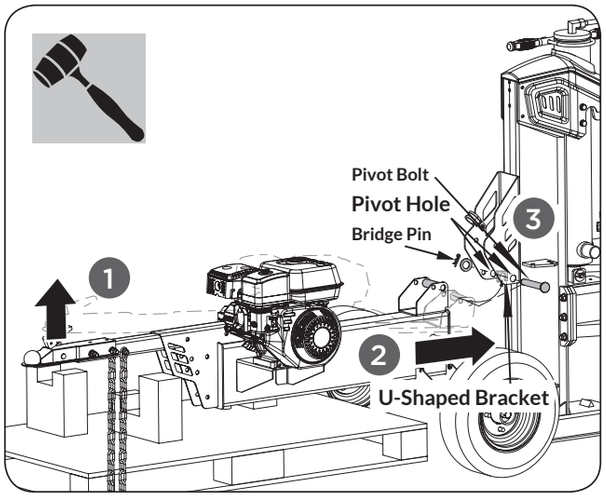

Figure 7
1. One person holds the beam steady, and the other person lifts the tow bar, rotates to adjust the position, and aligns the holes in the tank pivot amount plate with the holes in the beam pivot bracket. Insert the pivot bolt and secure with the bridge pin. (See ***Figure 7***.)